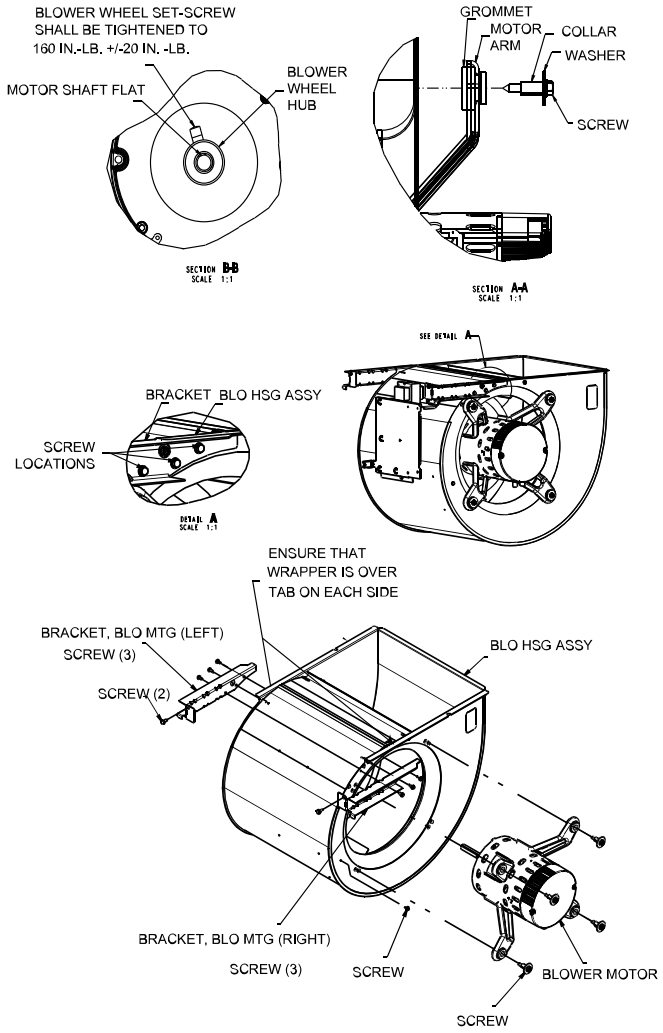

**Fig. 67 – Blower Assembly on 1002122**
6. On 11002122 size, the top screw securing blower to shelf must be removed in order to remove the blower (Fig. 67).Clean blower wheel and motor by using a vacuum with soft brush attachment. Be careful not to disturb balance weights (clips) on blower wheel vanes. Do not bend wheel or blades as balance will be affected.
15. On 1002122, ensure that the blower wrapper sits on top of the two tabs on blower sidewalls (Fig. 67).Reconnect blower leads to furnace control. Refer to furnace wiring diagram, and connect thermostat leads if previously disconnected.